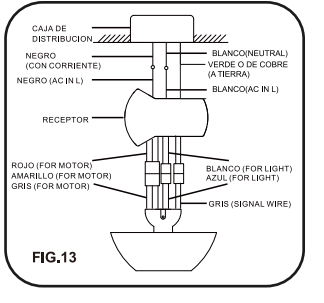

FIG.13
Paso 3. Motor de cables del receptor conexiones eléctricas conectar las 4P - 4P para el motor / 2p - 2p para la luz / gris * gris para la señal desde el motor hasta el receptor . (Fig.13)